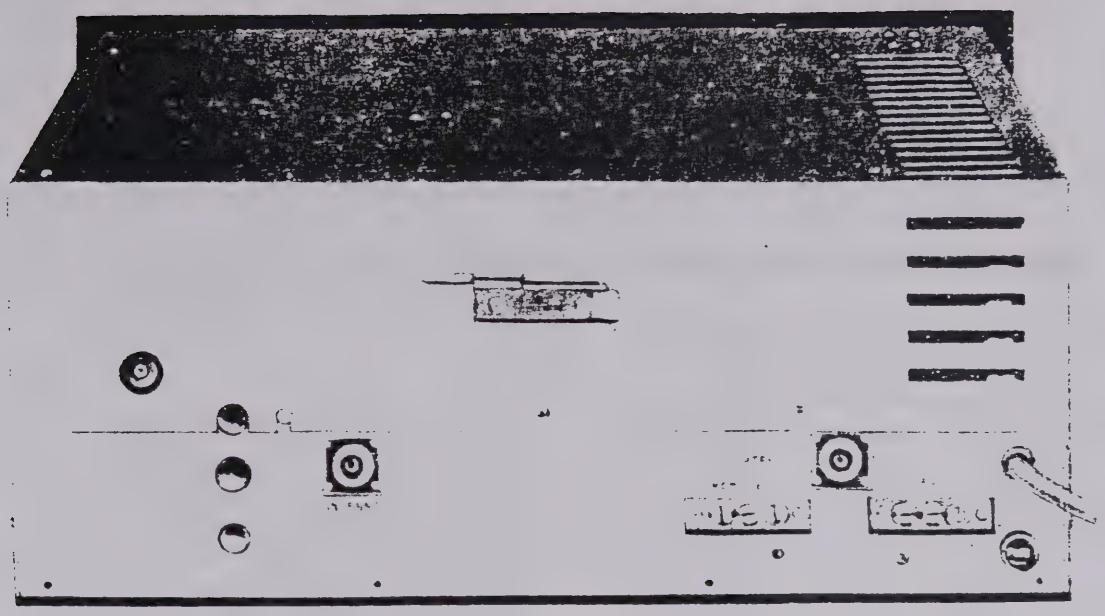
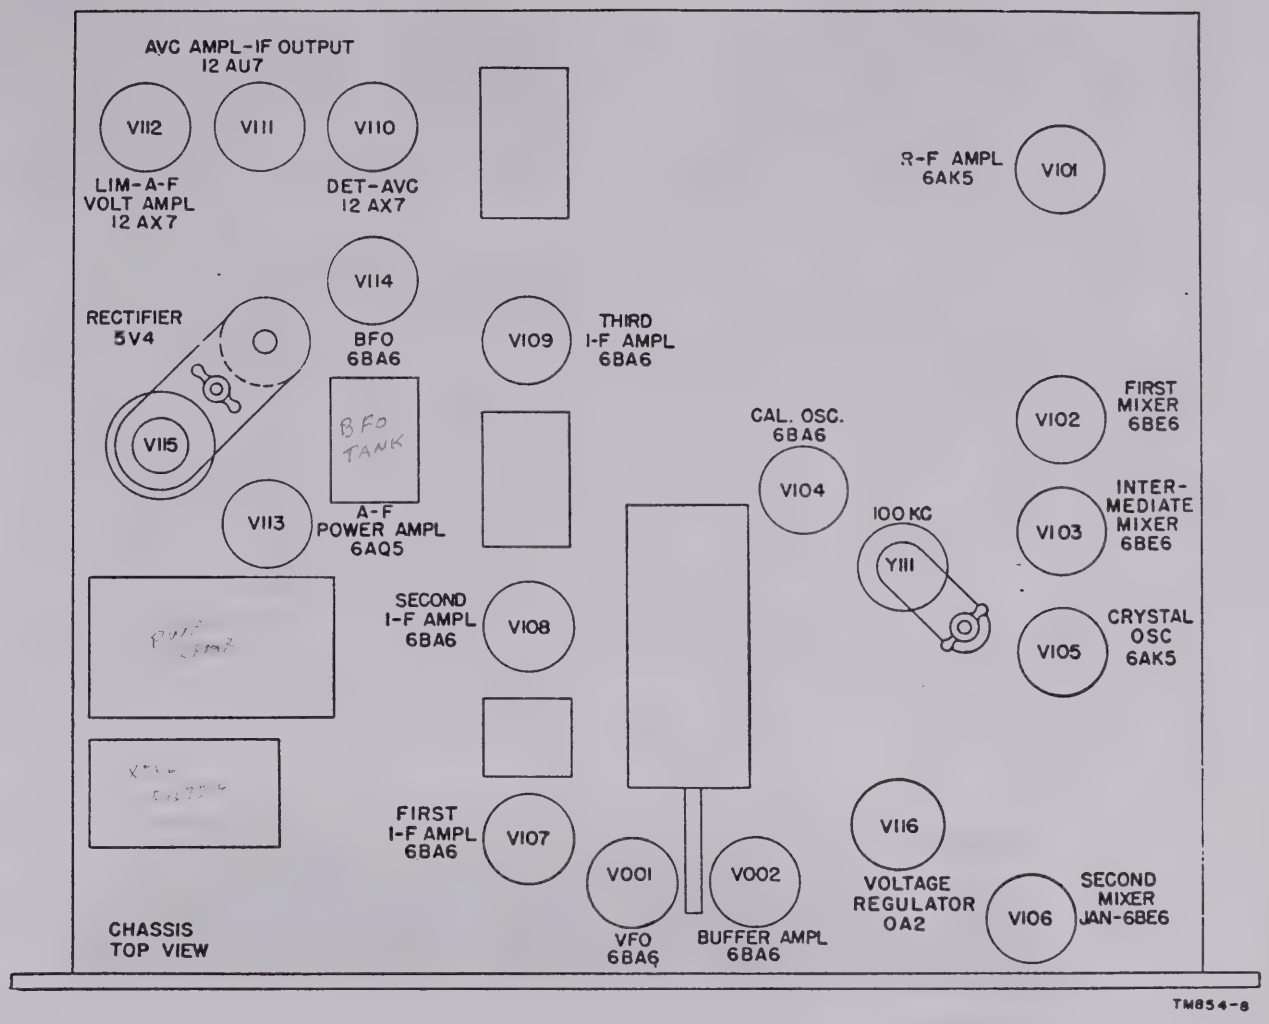

Figure 5. Radio Receiver R–388/URR, rear view.
Figure 8. Radio-Receiver R–388/URR, tube location diagram.
a. Before installing the equipment, check the tubes. Remove the top dust cover from the chassis by removing the three screws which hold the dust cover to the rear of the chassis. A Phillips-head screw driver is mounted on the outside of the dust cover at the rear of the receiver (fig. 5). Check all tubes and crystals that they are in the correct sockets (fig. 8) and that none are broken. Note that all tubes except V115 are held in place by means of standard tube shields of the bayonet mounting type. Tube V115 and crystal Y111 are held in place by a strap and wingnut as shown. After checking, replace the dust cover by first mating the three cut-outs along the upper edge of the dust cover with the three studs on the chassis, and then replacing the three hold-down screws on the back.